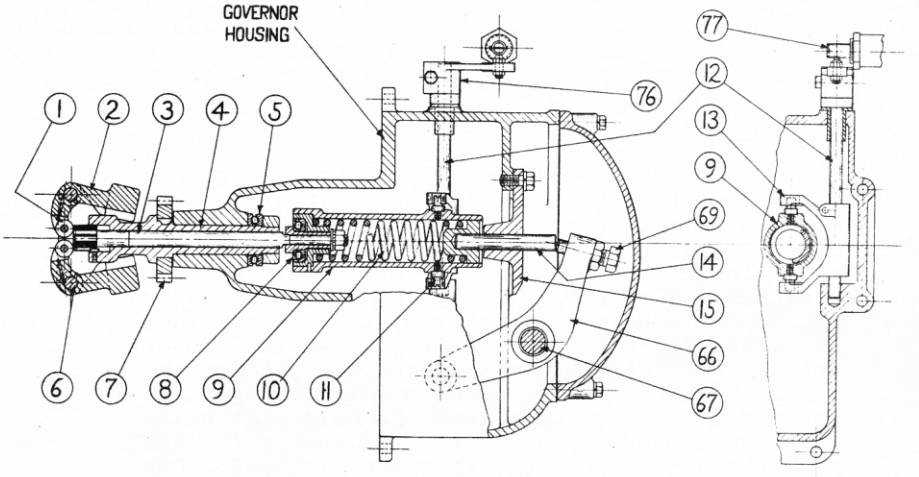

FIG. R-6
The construction of the governor is shown in Fig. R-6. Pinion (7) which is mounted on spindle (4) meshes with the camshaft gear. The backlash should be about .006". Governor weights (2) tend to move out when the spindle is being rotated and consequently rollers (1) on the governor weight arms exert a force on rod (3). This force is transmitted to governor spring (10) through quill rod (3) and thrust bearing (8). The reaction against the governor housing is taken by thrust bearing (5).